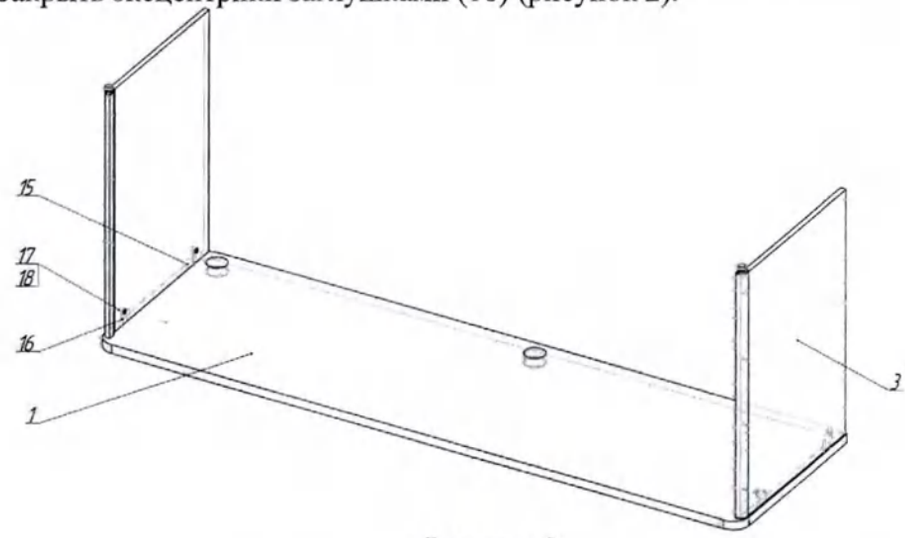

Рисунок 2
4.6. С помощью кр овой отвертки или ключа, поворачивая по часовой стрелке эксцен ки, притянуть столешницу к торцам боковых панелей. Закрыть эксцентрики заглушками (18) (рисунок 2).